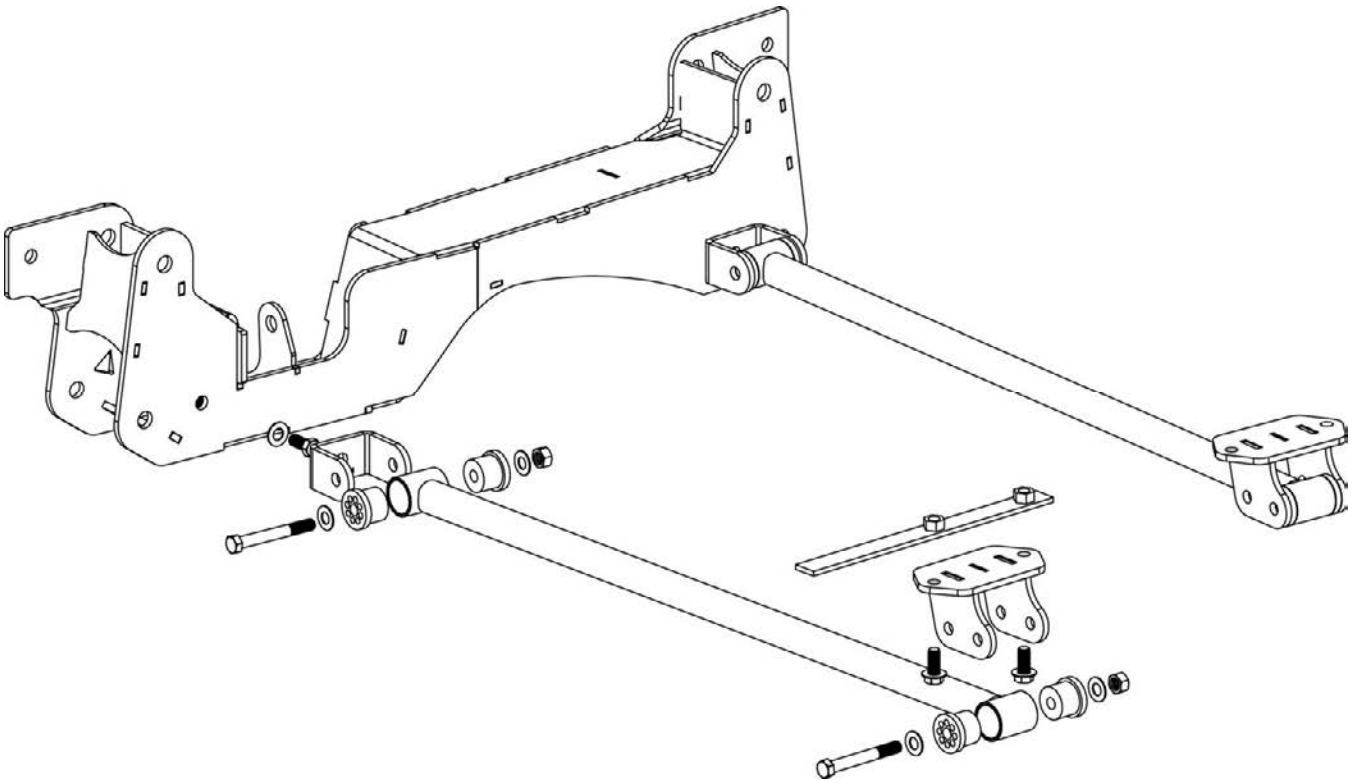

FIGURE 1
41. Locate the two FT30064BK impact tube mounts and attach to the back side of the rear crossmember using one 7/16 x 1” bolt, nut and washer per bracket. Torque to 58 ft-lbs. See Figure 1 at end of instructions.